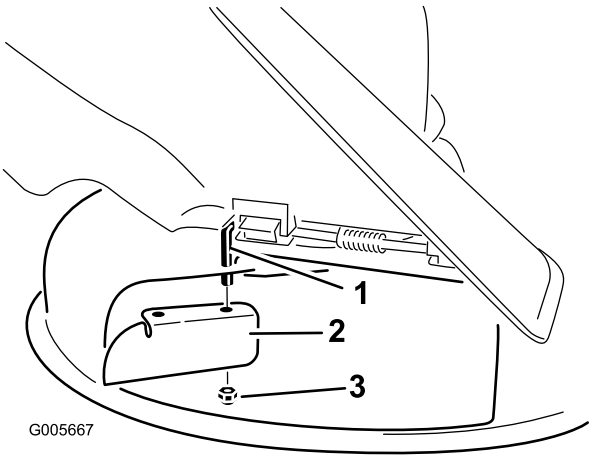

**Figur 27**
6. Monter kantskjermen på den eksponerte dreiestangen (Figur 27). Bruk eksisterende tynn mutter (3/8 tomme) for å feste skjermen til gressklipperen.